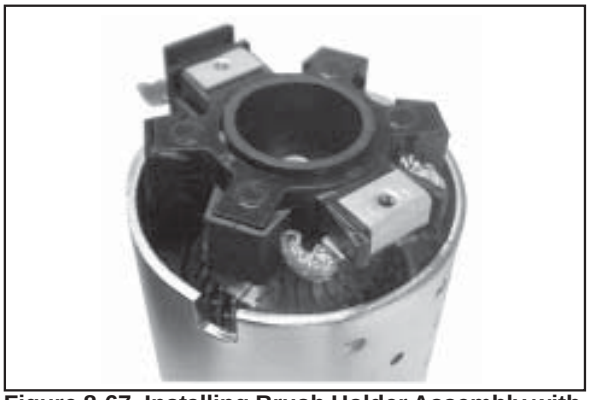

Figure 8-67. Installing Brush Holder Assembly with Supplied Tube.
a. Hold the starter assembly vertically on the end housing, and carefully position the assembled brush holder assembly, with the supplied protective tube, against the end of the commutator/armature. The mounting screw holes in the metal clips must be "up/ out." Slide the brush holder assembly down into place around the commutator, and install the positive (+) brush lead grommet in the cutout of the frame. See Figure 8-67. The protective tube may be saved and used for future servicing.